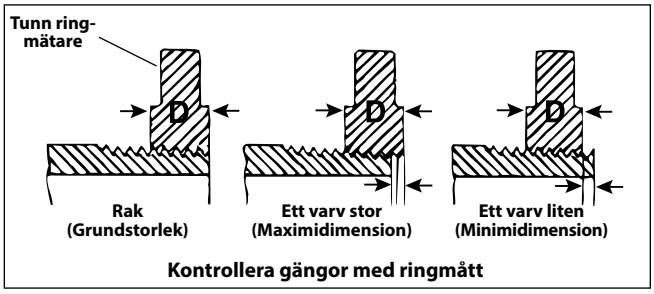

Figur 16 – Kontrollera gängdimensionen
3. Kontrollera gängans mått. Det bästa sättet att kontrollera gängdimensionen är med ett ringmått. Ringmått finns i diverse modeller och deras användning kan avvika från den som visas i *Figur 16*.